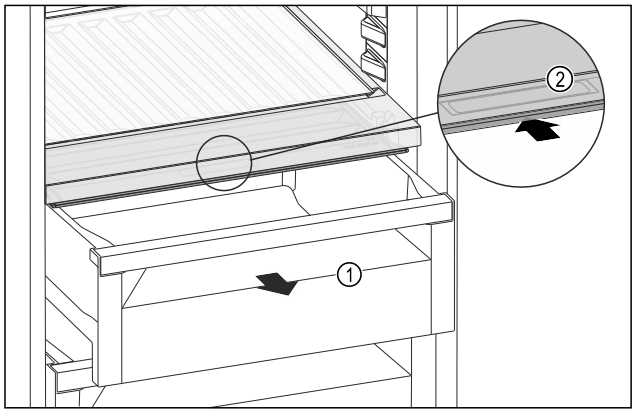

Fig. 157
▶ Извлеките выдвижной ящик *Fig. 157 (1)*.
▶ Возьмитесь за утопленную ручку *Fig. 157 (2)* на крышке отделения и одновременно введите крышку отделения назад.